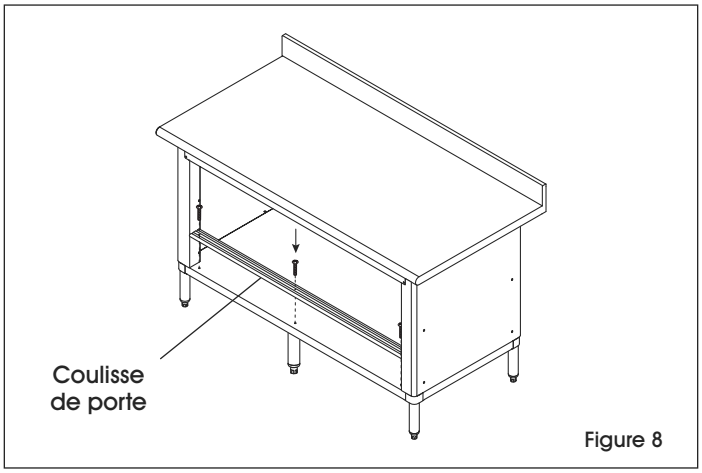

Figure 8
9. Placez la coulisse de porte entre les panneaux latéraux à l'avant de l'armoire en l'alignant sur les trous filetés. Fixez à la tablette de l'armoire à l'aide de deux moyen boulons cruciformes. (Voir Figure 8)